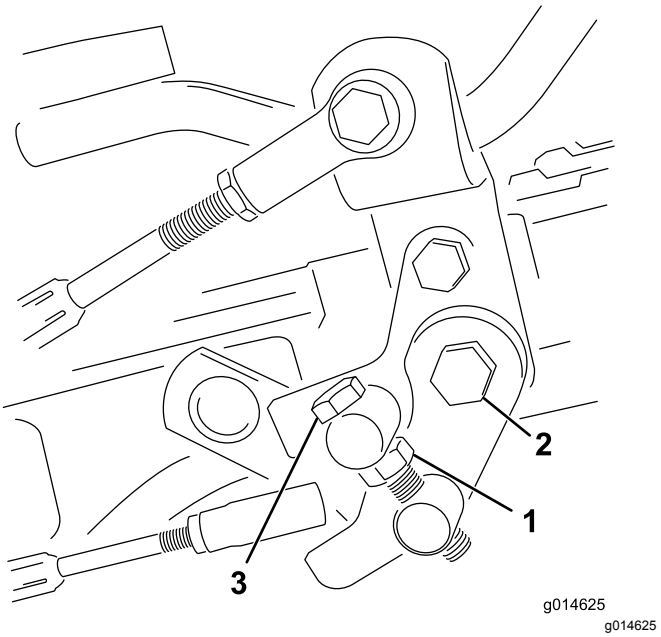

Figur 40
1. Løsne låsemutteren på vuggetappbolten (Figur 40).
4. Stram låsemutteren på vuggetappbolten og mutteren på pedaltappen for å låse justeringen (Figur 40). Sjekk justeringen, og juster etter behov.